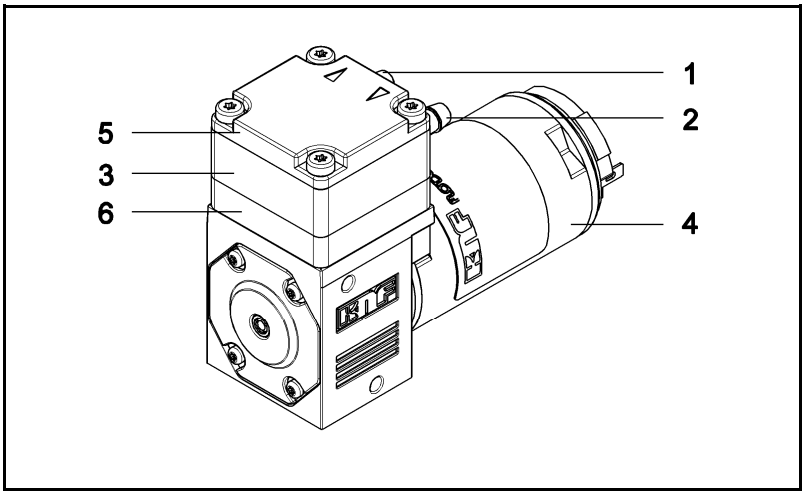

Fig. 1: Membran-Flüssigkeitspumpe NF 60
** Der Pumpenkopf besteht aus Anschlussplatte und Zwischenplatte (Fig.1)*